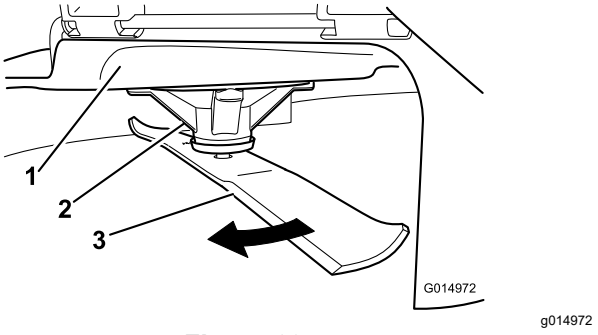

Figura 60
2. Llevando guantes fuertemente acolchados u otro tipo de protección apropiada para las manos, gire lentamente la cuchilla hasta una posición que permita medir la distancia entre el filo de corte y la superficie nivelada en la que descansa la máquina (Figura 60).